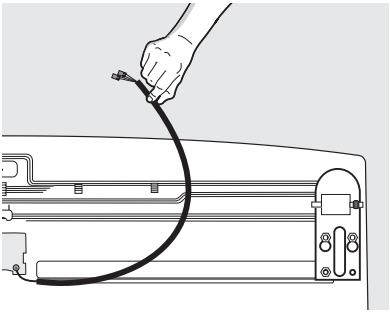

Figura 3
6. Deslice el cable gris y los conectores para sacarlos del canal de plástico que se encuentra del lado inferior derecho del gabinete (vea la figura 3).